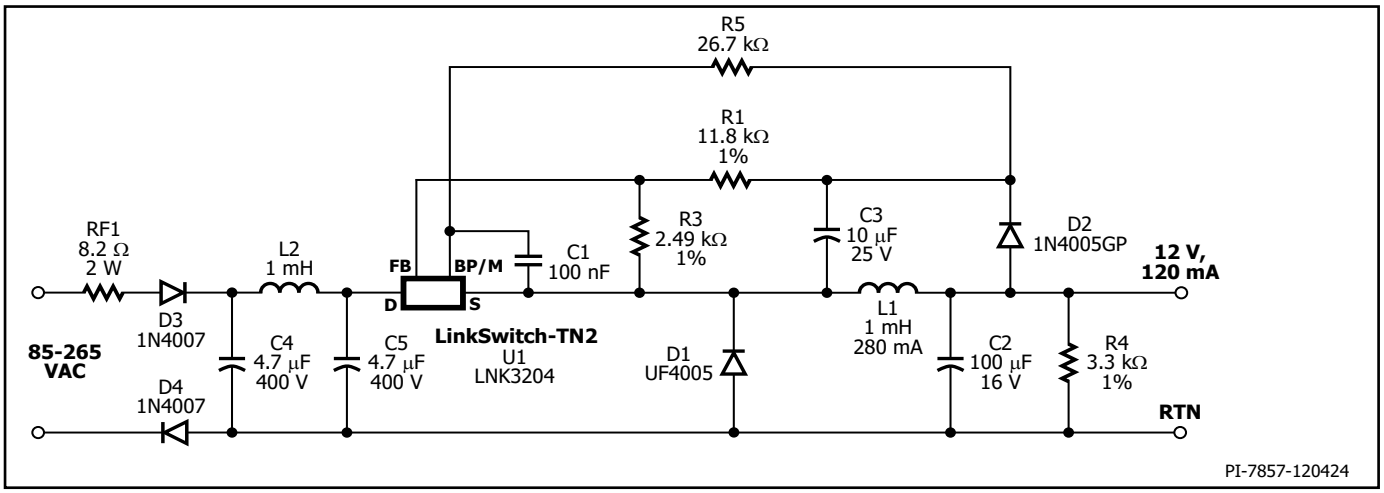
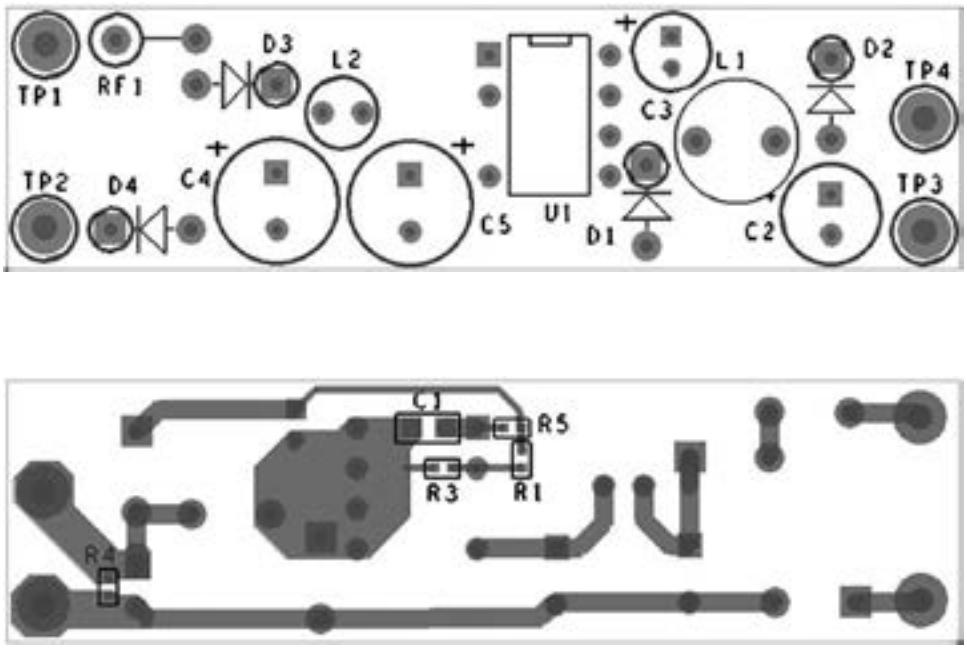

Figure 8. Universal Input, 12 V, 120 mA Constant Voltage Power Supply using LinkSwitch-TN2.
Figure 9a. Recommended Printed Circuit Layout for LinkSwitch-TN2 using P Package.
The circuit shown in Figure 8 is a typical implementation of a 12 V, 120 mA non-isolated power supply used in appliance control such as rice cookers, dishwashers or other white goods. This circuit may also be applicable to other applications such as night-lights, LED drivers, electricity meters, and residential heating controllers, where a non-isolated supply is acceptable.
Regulation is maintained by skipping switching cycles. As the output voltage rises, the current into the FEEDBACK pin will rise. If this exceeds I_{FB} then subsequent cycles will be skipped until the current reduces below I_{FB}. Thus, as the output load is reduced, more cycles will be skipped and if the load increases, fewer cycles are skipped. To provide overload protection if no cycles are skipped during a 50 ms period, LinkSwitch-TN2 will enter auto-restart, limiting the average output power to approximately 3% of the maximum overload power. Due to tracking errors between the output voltage and the voltage across C3 at light load or no-load, a small pre-load may be required (R4). For the design in Figure 8, if regulation to zero load is required, then this value should be reduced to 2.4 kΩ.
Referring to Figure 8, the following considerations may be helpful in selecting components for a LinkSwitch-TN2 design.
Figures 9a, 9b and 9c are printed circuit board layout design examples for the circuit schematic shown in Figure 8. The loop formed between the LinkSwitch-TN2, inductor (L1), freewheeling diode (D1), and output capacitor (C2) should be kept as small as possible. The BYPASS pin capacitor C1 should be located physically close to the SOURCE (S) and BYPASS (BP) pins. To minimize direct coupling from switching nodes, the LinkSwitch-TN2 should be placed away from AC input lines. It may be advantageous to place capacitors C4 and C5 in-between LinkSwitch-TN2 and the AC input. The second rectifier diode D4 is optional, but may be included for better EMI performance and higher line surge withstand capability.